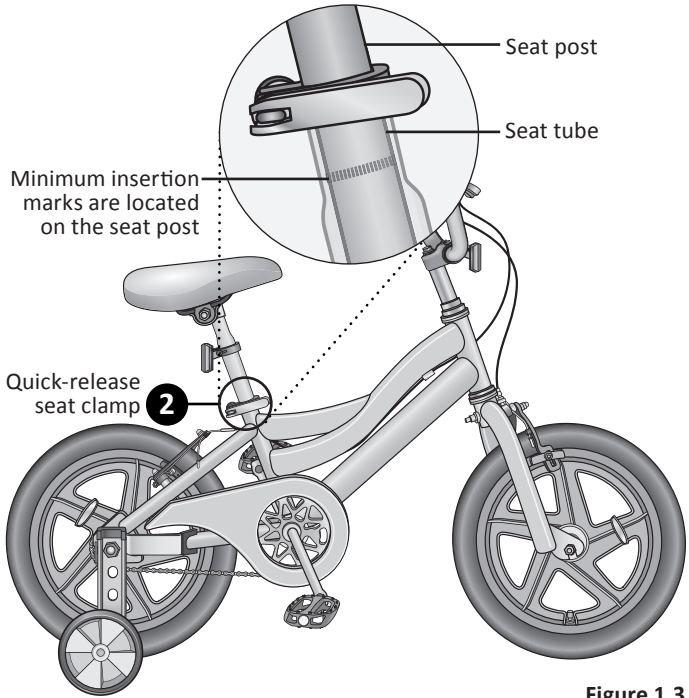

Figure 1.3
❷ Ensure the seat post's ***minimum insertion marks*** are **not** visible above the seat clamp and the clamp is locked in place. **Figure 1.3**